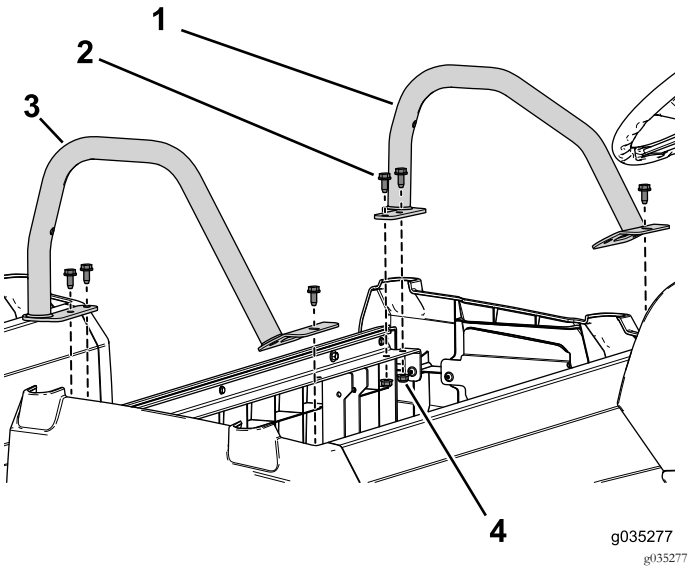

Figura 96
7. Utilice los 6 pernos con arandela prensada (3/16" x ¾") y las tuercas con arandela prensada para sujetar las barras de seguridad izquierda y derecha a la base del asiento (Figura 96).